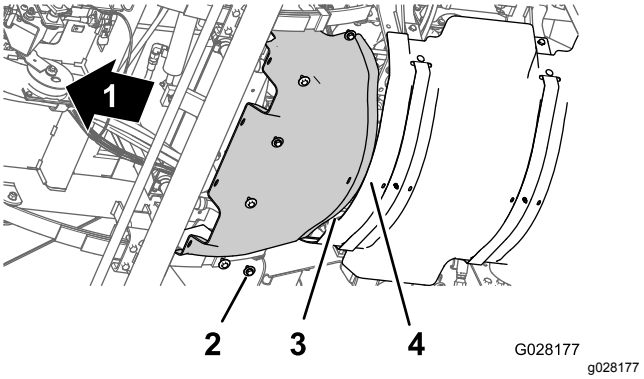

Рисунок 60
1. Расположите задний фланец переднего теплоизолирующего экрана над передним фланцем заднего теплоизолирующего экрана, выровняв их по краям (Рисунок 60).
2. Совместите отверстия в переднем теплоизолирующем экране с резьбовыми отверстиями в шасси (Рисунок 60).
3. Установите передний теплоизолирующий экран на машину с помощью 6 болтов с шестигранными головками и 6 шайб (Рисунок 60), снятых на этапе 3 раздела Демонтаж переднего теплоизолирующего экрана (страница 58).